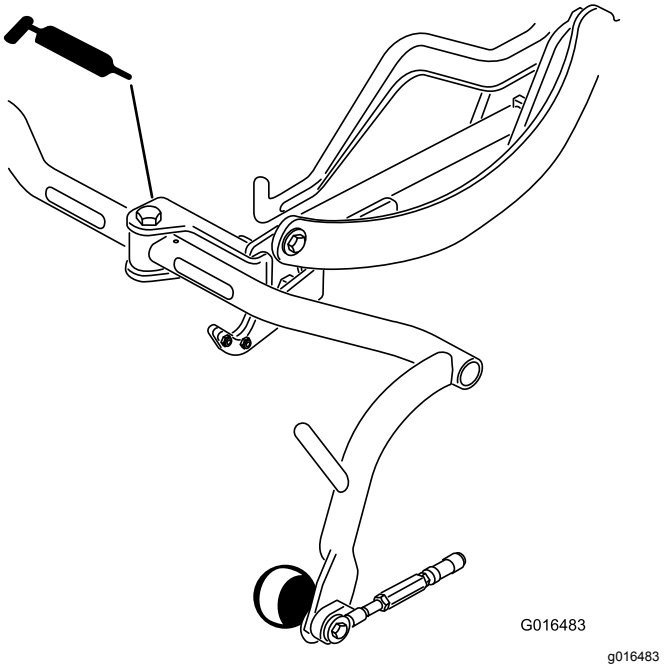

**Figur 32**
- Bärramens vridfäste (3) (Figur 32)